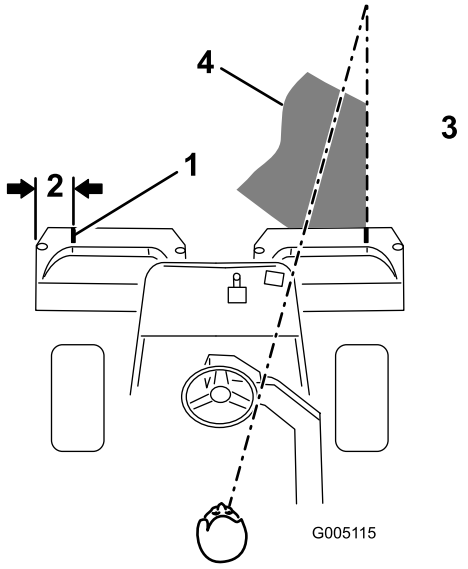
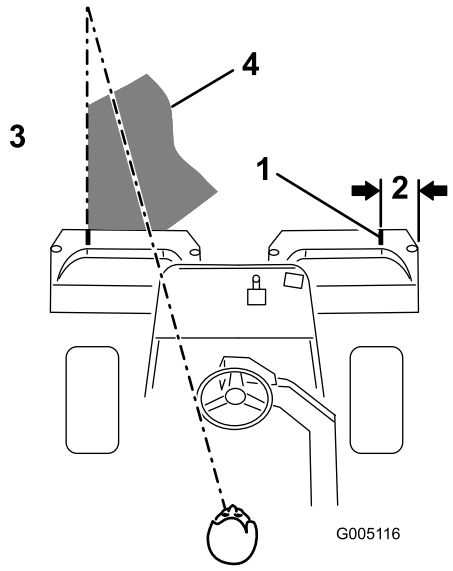

Figur 23
Figur 24
2. Placer enten et stykke hvidt tape, eller tegn en linje på hver enkelt opsamler parallelt med den ydre kant på hver enkelt opsamler (Figur 23).
3. Sørg for at overlappe minimalt med den forudgående klipning ved tilbagekørsler. Skab en imaginær, lige sigtelinje på ca. 1,8-3 m foran maskinen til kanten af den uklippede del af greenen (Figur 23 og Figur 24), som hjælp til at bevare en lige linje på tværs af greenen og for at holde maskinen i en tilsvarende afstand fra kanten af den foregående klipning. Der er nogle, der finder det nyttigt at medtage rattets ydre kant som en del af sigtelinjen, dvs. holde rattets kant på linje med et punkt, der altid holdes i samme afstand fra maskines forende (Figur 23 ogFigur 24).